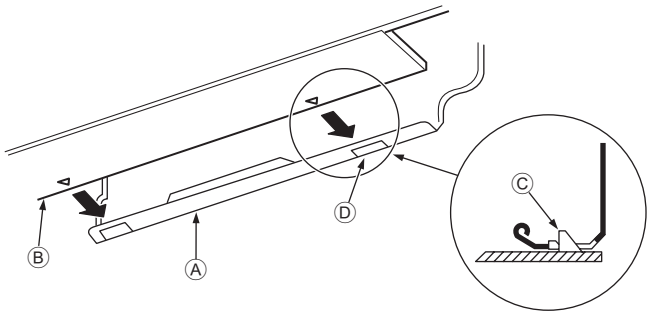

Fig. 3-15
3. Enquanto introduz a tubagem do refrigerante e a mangueira de drenagem no furo da parede (bucha), pendure a parte superior da unidade interior na placa de montagem ①.
5. Fixe empurrando a parte inferior da unidade interior para dentro da placa de montagem ①. (Fig. 3-15)
* Verifique se os botões da parte inferior da unidade interior estão bem presos à placa de montagem ①.
- Ⓐ Placa de montagem ①